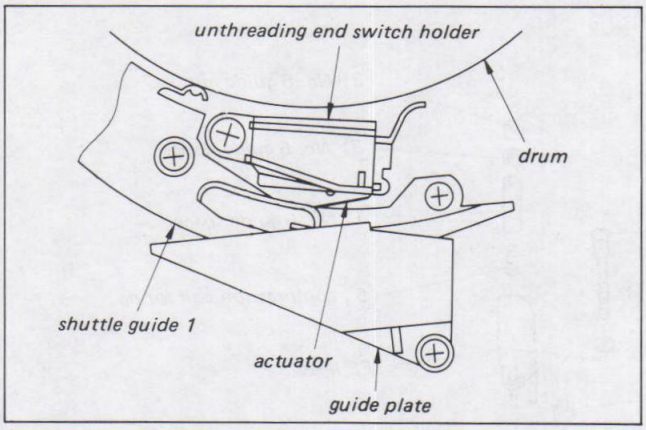

Fig. 3-21. Unthreading end switch
3) Check that the actuator for the unthreading end switch is not tripped as shown in Fig. 3-21. (Slowly rotate the threading motor by hand and verify by the click sound.) Adjust according to Paragraph 3-14-2 if necessary.